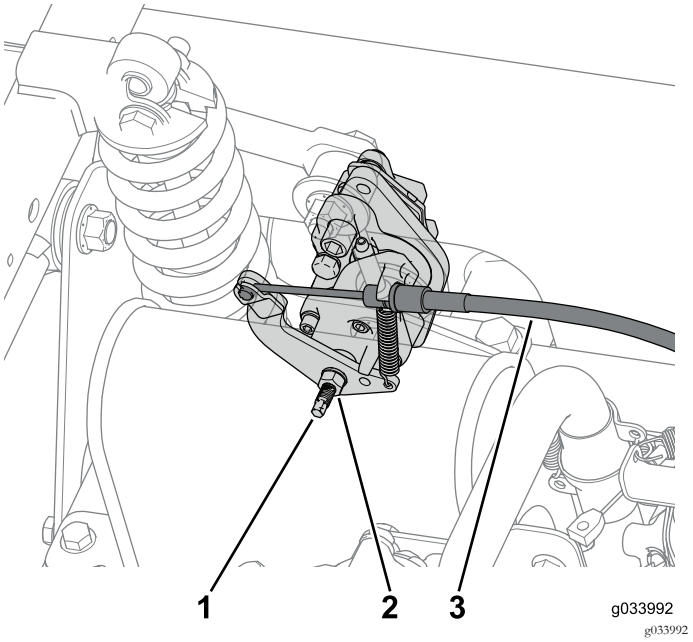

Figur 8
1. Løsne låsemutteren og vri deretter justeringsskruen to omdreininger mot klokken på begge bakre bremsekalipere (Figur 8).
2. Koble parkeringsbremsekabelen fra begge bakre bremsekalipere (Figur 8).